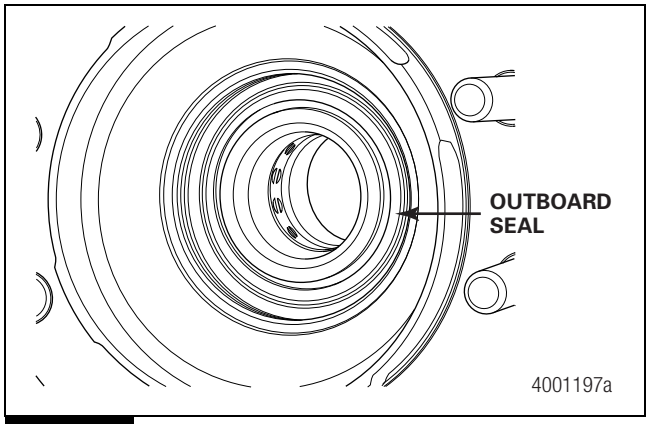
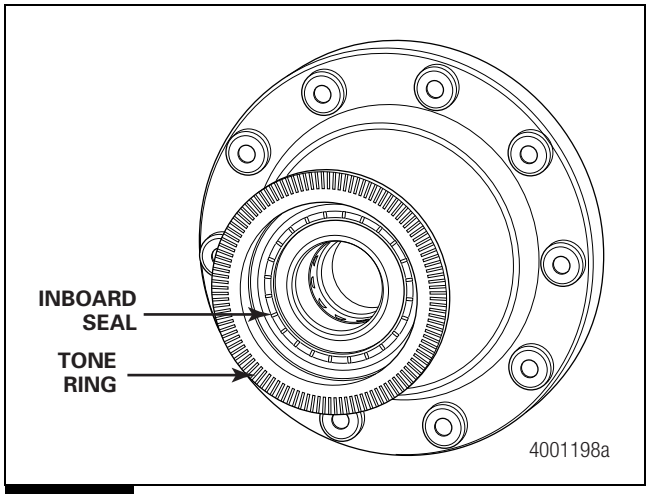

Figure 3.14
Figure 3.15
A. There is no visible damage to the inboard or outboard seals and the bearings have not become unseated. Figure 3.14 and Figure 3.15.
B. The tone ring teeth are not damaged and there are no broken or missing teeth on the tone ring. Figure 3.15.